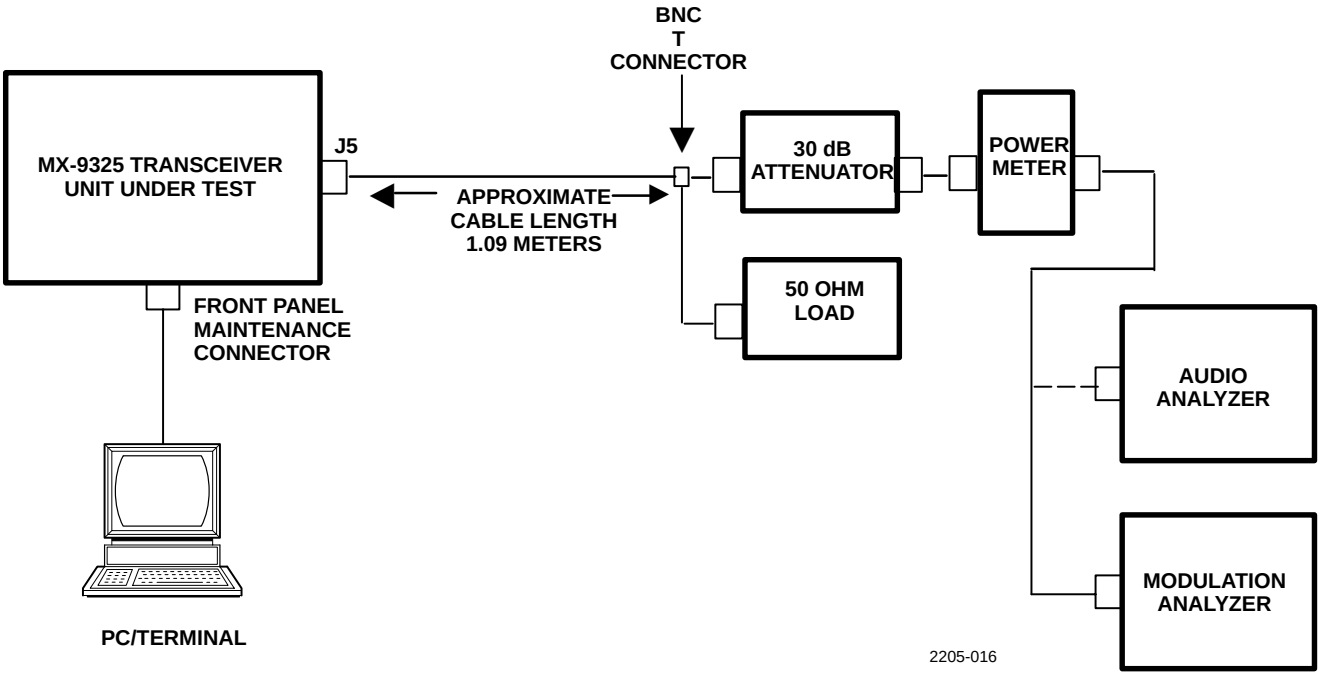

Figure 6-5. MX-9325 VSWR Load Test Set Up
a. Set up the test bed radio system as shown in Figure 6-5. Refer to Chapter 3, Paragraph 3.2.4 for command information.